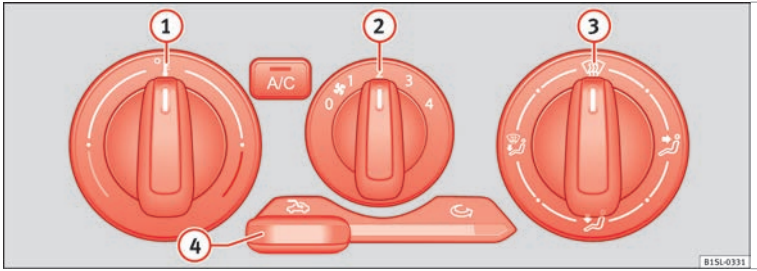

Fig. 38 At the top of the centre console: manual air conditioning and heating and fresh air system controls.
Switching off	it is disconnected by turning the main control (2) to position 0 ››› Fig. 38.
Temperature	The temperature is set with left rotary control (1) ››› Fig. 38.
Blower The speed of the blower is set with main rotary control (2) ››› Fig. 38.
Air distribution	With right rotary control (3) ››› Fig. 38 the air distribution is set
Removing the ice from the windscreen The ice is removed ❄ ››› Fig. 38 from the windscreen and cleans the windscreen the quickest possible way with the right rotary control (defrosting/demisting function).
Air recirculation With scrollable control (4) ››› Fig. 38 the air distribution is connected and disconnected ››› page 130.